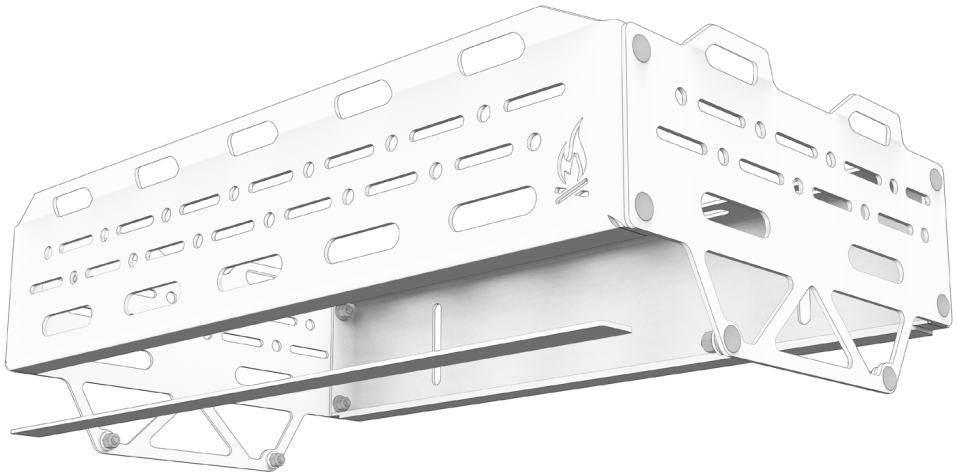

FIG 8
**2.4 Attach Foam Gaskets:** The **Rear Storage Box Topper Panels** may or may not have foam gaskets pre-installed. Attach the included **Foam Gaskets** to the bottom of the **Front and Rear Panels** to avoid rubbing **(FIG 8)**.